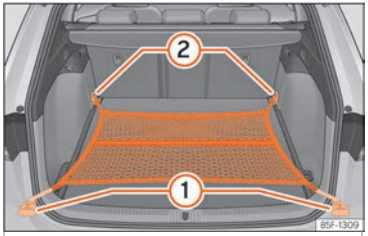

Abb. 132 Im Gepäckraum: flach eingehängtes Gepäckraumnetz.
- Hängen Sie die Haken in die Verzurrösen ① und ② ››› Abb. 132 ein ››› ⚠. Der Reißverschluss des Gepäckraumnetzes muss dabei nach oben zeigen. »